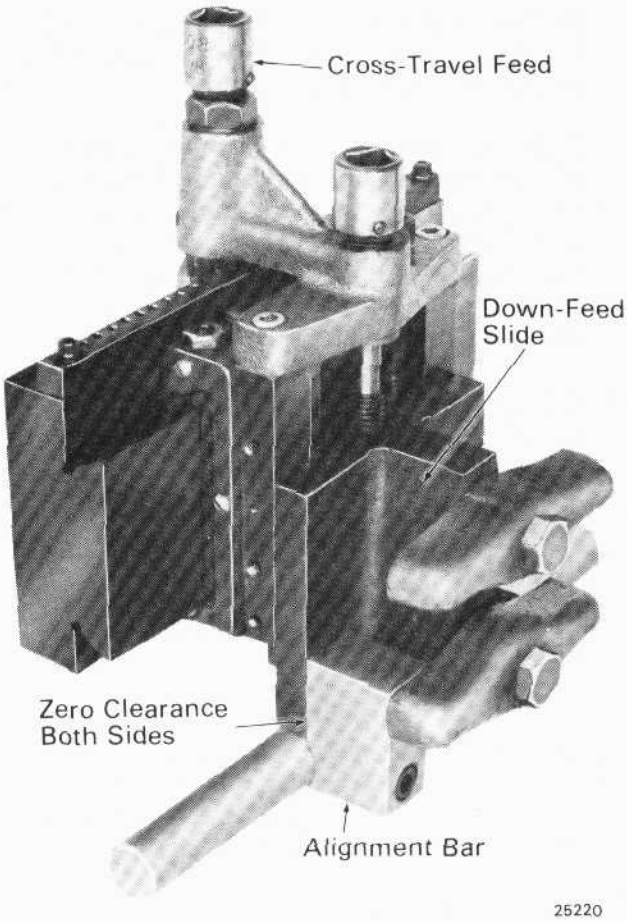

Fig.15 - Commutator Grinder Alignment Bar Installation
1. Install alignment bar on the grinder down feed slide. Check the alignment bar contact to the feed slide for zero clearance with a thickness gauge. Refer to Fig. 15. Any clearance at either side of the alignment bar contact surface indicates the bar is not parallel to the grinder.